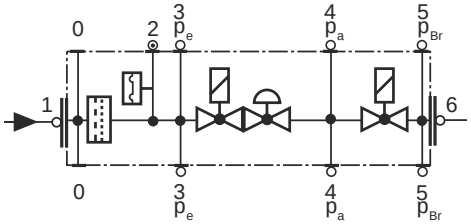

Fig. 25
- Pulire o sostituire il filtro se la differenza di pressione fra i punti 1 e 3 (Fig. 25) è $\Delta p > 10$ mbar.
- Pulire o sostituire il filtro se la differenza di pressione fra i punti 1 e 3 (Fig. 25) risulta raddoppiata dall'ultimo controllo.